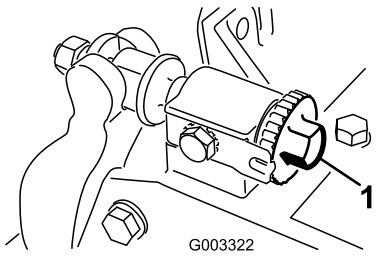
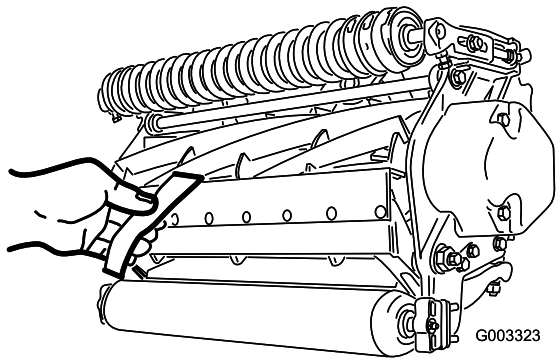

Figuur 8
Figuur 9
1. Plaats de machine op een vlak, horizontaal oppervlak. Zorg ervoor dat de snijplaat geen contact maakt met de messenkooi door de stelschroeven van de snijbalk linksom te draaien (Figuur 8).
Belangrijk: Zorg ervoor dat de moeren op het achtereind van de stelschroeven van de snijbalk niet op het werkvlak rusten (Figuur 8).
3. Steek een lange strook krantenpapier tussen de messenkooi en de snijplaat aan een uiteinde van de messenkooi (Figuur 9). Draai de messenkooi langzaam naar voren en draai de stelschroef van de snijbalk (Figuur 8) telkens één klik rechtsom totdat het papier aan hetzelfde uiteinde van de messenkooi enigszins wordt vastgeklemd als het vanaf de voorkant evenwijdig aan de snijplaat wordt ingestoken. U zult dan een lichte weerstand voelen als u aan het papier trekt.
5. Als de afstelling is voltooid, moet u controleren of de messenkooi een stuk papier kan vastklemmen als dit van de voorkant wordt ingestoken en het papier afsnijdt als dit in een rechte hoek wordt ingestoken (Figuur 9). Het papier moet kunnen worden afgesneden bij een zeer gering contact tussen de snijplaat en de messen van de messenkooi. Als het contact tussen snijplaat en messenkooi te zwaar wordt, moet u de messen van het maaidek wetten of slijpen om de scherpe snijranden te krijgen die nodig zijn om met grote precisie te kunnen maaien (zie de handleiding Slijpen van Toro-maaimachine met messenkooien en roterende messen, documentnr. 80-300PT).